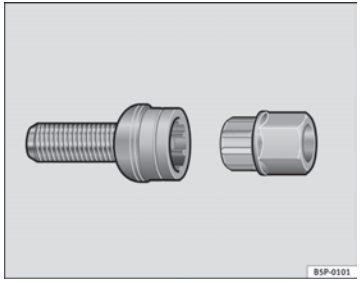

Fig. 183 Anti-theft wheel bolt
– Insert the adapter onto the wheel bolt and push it on as far as it will go ⇒ fig. 183.